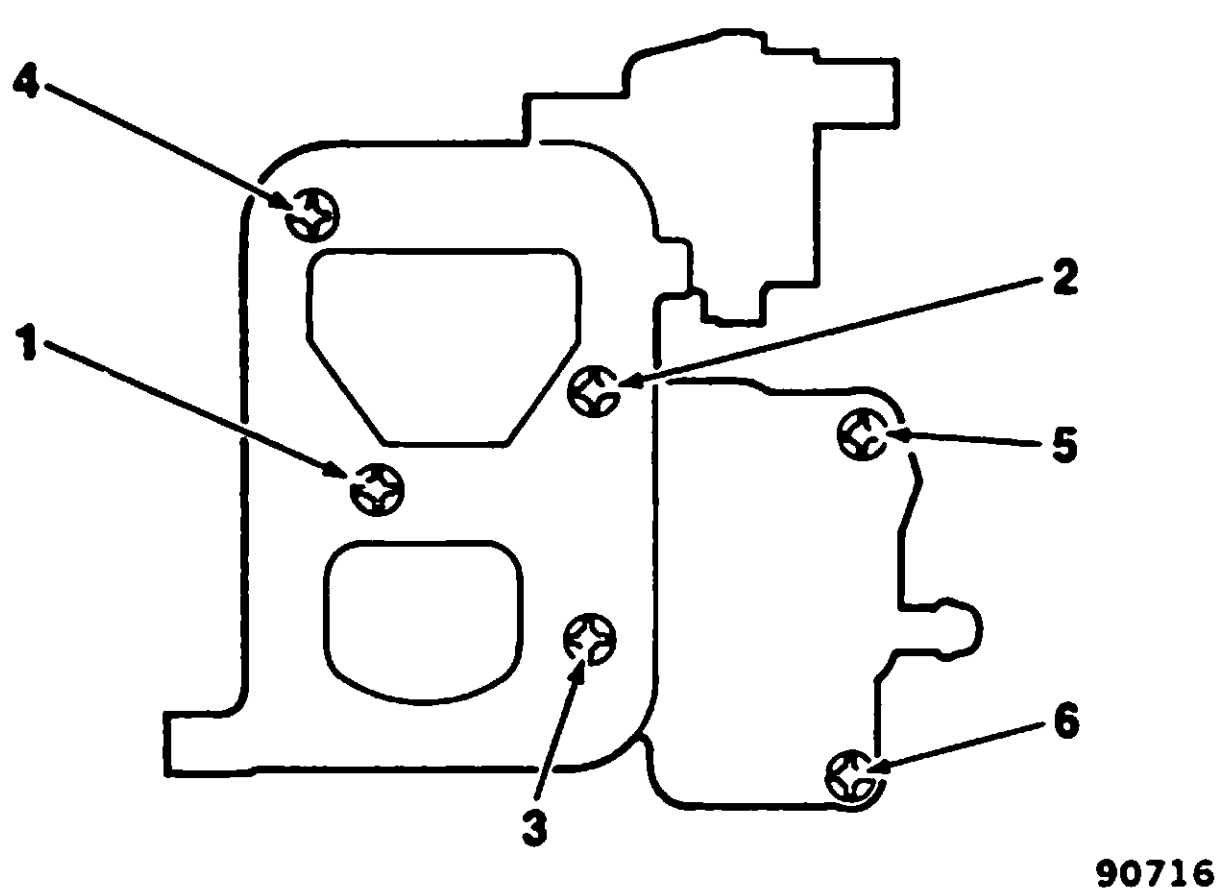

Fig. 1J-50 Model 2SE Carburetor— Air Horn Screw Tightening Sequence
(30) Rotate fast idle cam to full UP position and tilt air horn assembly to engage fast idle cam rod in slot in fast idle cam (fig. 1J-32). Next, holding down on pump plunger assembly, carefully lower air horn assembly onto float bowl while guiding pump plunger stem through hole in air horn casting.
(31) Install vent screen assembly on air horn assembly (fig. 1J-31) and install six air horn-to-bowl attaching screws and lockwashers.
NOTE: *Three medium long air horn screws are installed in the primary and secondary venturi area. The two longer screws hold the vent screen assembly in place. The two short screws are installed on the fuel inlet side. One short screw is installed in the area beneath the hot idle compensator valve. All air horn screws must be tightened evenly and securely. Refer to figure 1J-50 for proper tightening sequence.*